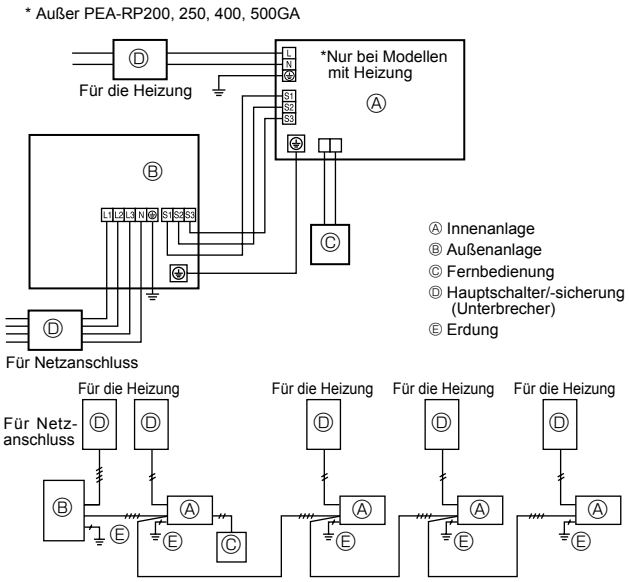

Fig. 6-1
6.1. Außenanlage (Fig. 6-1, Fig. 6-2)
(1) Die Bedienungsplatte abnehmen.
(2) Die Kabel gemäß der Fig. 6-1 und der Fig. 6-2 verdrahten.